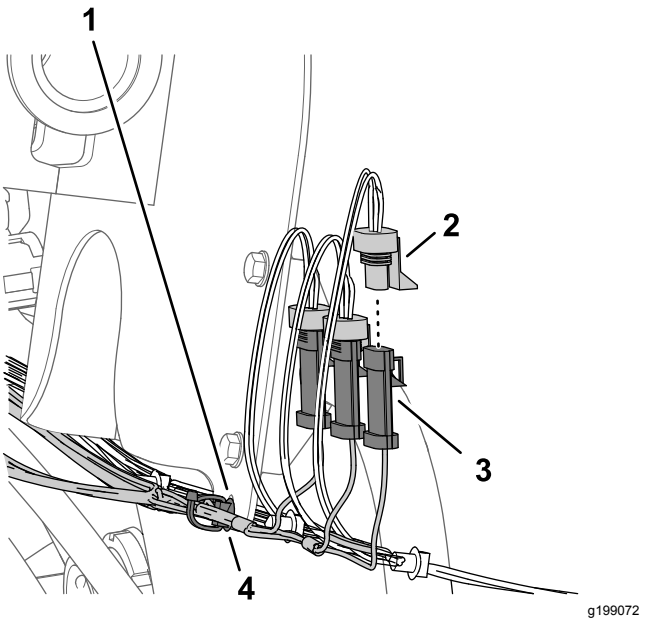

Figur 84
1. Koble kontakten med tre pinner på den 89 cm lange ledningssatsforgreningen merket VENSTRE SPREDER til kontakten med tre sokler på maskinledningssatsen merket VENSTRE SPREDERVENTIL (Figur 84).
2. Koble kontakten med tre pinner på settets ledningssats merket MIDTRE SPREDER til kontakten med tre sokler på maskinledningssatsen merket MIDTRE SPREDERVENTIL (Figur 84).
3. Koble kontakten med tre pinner på settets ledningssats merket HØYRE SPREDER til kontakten med tre sokler på maskinledningssatsen merket HØYRE SPREDERVENTIL (Figur 84)
4. Sett skyvefestet til settets ledningssats inn i hullet i flensen på strømningsmålerbraketten (Figur 84).